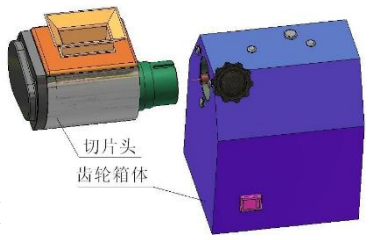

Рис.1
1. Обратитесь к рис. 1, держите режущую головку в руке. Не прикасайтесь к лезвию рукой, просто держите крышку.